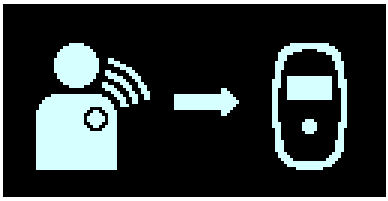

Rysunek 13: Ekran pobierania danych z IPG
4. Proces ładowania rozpoczyna się od wyświetlenia ekranu pobierania danych z IPG, gdy ładowarka Vesta pobiera informacje z IPG OPTIMIZER Smart Mini. Animowana strzałka wskazująca ikonę ładowarki oznacza, że ładowarka aktywnie pobiera informacje z wszczepionego urządzenia. **Patrz Rysunek 13.**